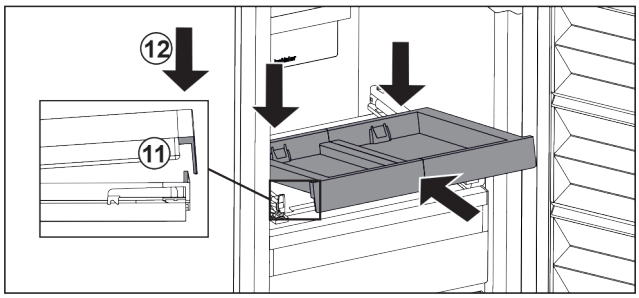

Fig. 173
▶ 倾斜推入。确保两侧的挡块位于卡舌后面。 *Fig. 173 (11)*
▶ 放下拉出式搁板前部。 *Fig. 173 (12)*